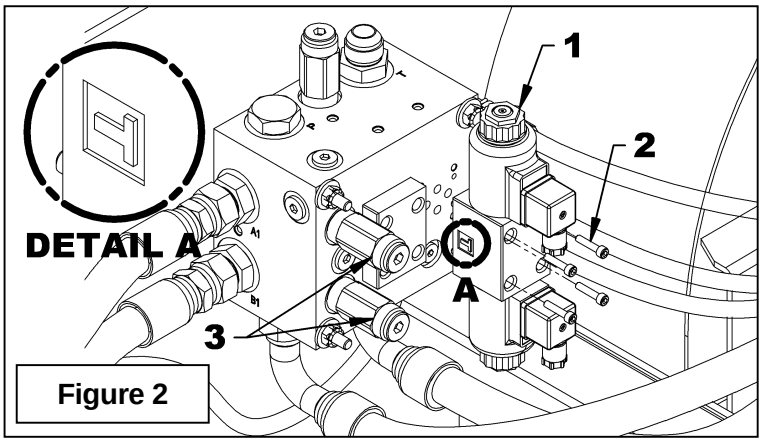

Figure 2
6. **Figure 2:** Remove the 10-24 X 7/8" allen socket head cap screws and the right plate of the hydraulic block. Make sure to remove the o-rings glued to the hydraulic block and clean well the four holes before valve installation. Attach the electro-hydraulic valve (item 1) to the block with the four allen socket head cap screws (item 2) provided with the valve, making sure the valve o-rings are well placed.
IMPORTANT: Make sure the valve is installed in the right direction. It must have the "T" indication toward the overpressure valves (fig. 2, item 3).